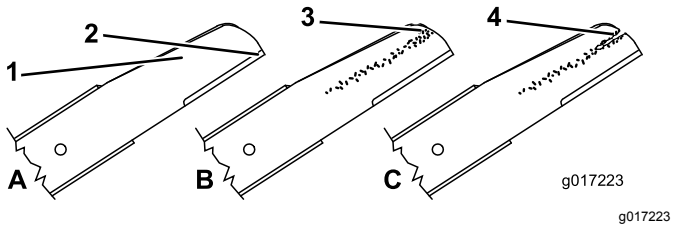

Figuur 36
1. Controleer de snijranden (Figuur 36). Als de randen niet scherp zijn of bramen vertonen, moet u de maaimessen verwijderen en slijpen of vervangen.
2. Controleer de messen zelf, met name het gebogen deel (Figuur 36). Als u beschadiging, slijtage of groefvorming in dit deel constateert, dan de messen direct door nieuwe messen vervangen.